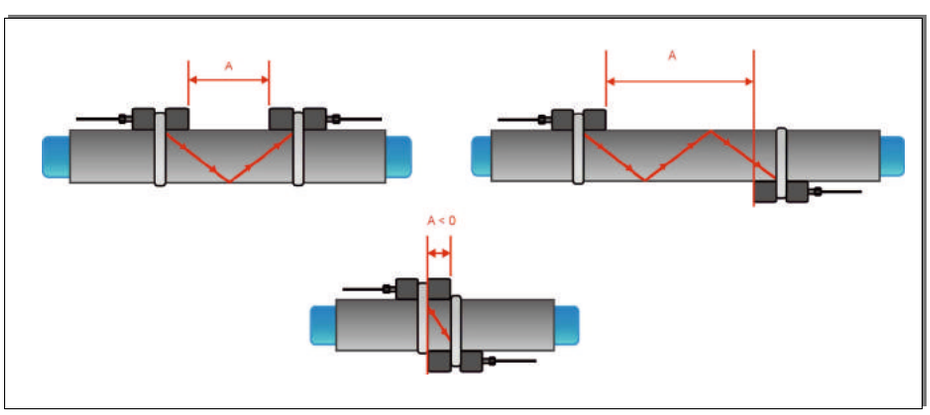

Rys. 3 Konfiguracje montażu oraz odległości pomiędzy sondami typu clamp-on
Najpopularniejszą konfiguracją montażu sond typu clamp-on jest tryb „wzdłuż”, czasem znany jako tryb „V” (zobacz Rys. 3, szkic (1)). Przy takim ustawieniu przepływomierz wykorzystuje parzystą liczbę przejść. Jest to najbardziej dogodna pozycja montażu, w której dystans dzielący sondy może być zmierzony w bardzo prosty i dokładny sposób. Zaleca się używać tego trybu zawsze, kiedy jest to możliwe.
Alternatywną konfiguracją montażu (Rys. 3, szkic (3)) jest tryb „po przekątnej” (tryb „Z”). Układ ten wykorzystuje nieparzystą liczbę przejść wzdłuż rurociągu. Pojedyncze przejście może być wykorzystywane dla większych średnic oraz cieczy zanieczyszczonych lub zawierających pęcherzyki powietrza, czyli sytuacji, w której może wystąpić większe tłumienie sygnału. Profile sond w tej konfiguracji mogą na siebie nachodzić.
Dalsze wariacje obu trybów są możliwe poprzez zmianę liczby przejść wzdłuż rurociągu. Gdy liczba przejść jest parzysta, sondy powinny być zamontowane po tej samej stronie rurociągu, podczas gdy w przypadku nieparzystej liczby przejść, sondy muszą być zamontowane po przeciwnych stronach rurociągu. Zazwyczaj, dla bardzo małych rurociągów, wykorzystywane są konfiguracje czterech przejść (tryb „W”) lub trzech przejść (tryb „N”) (zobacz Rys. 3, szkic (2)).
Dystans o wartości ujemnej A < 0 może się pojawić w przypadku konfiguracji na małych rurociągach, gdzie został wybrany tryb „po przekątnej” (zobacz Rysunek 3, szkic (3)). Ujemne wartości odległości między sondami mogą być również zaproponowane dla trybu „wzdłuż”. W takich przypadkach należy użyć trybu „po przekątnej” lub zwiększyć ilość przejść wzdłuż rurociągu.